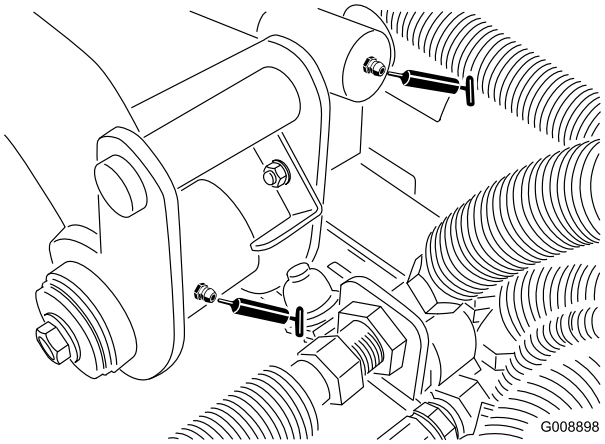

Figur 34
- Bakre lyftarmstapp och lyftcylinder (2) (Figur 34)